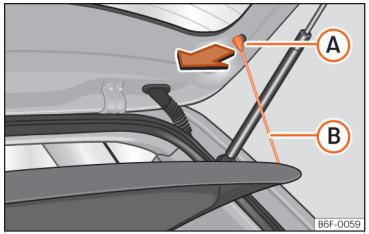

Abb. 178 Im Gepäckraum: Gepäckraumabdeckung aus- und einbauen.
- Hängen Sie die Haltebänder ››› **(Abb. 178)** Ⓑ aus den Aufnahmen Ⓐ aus.
- Hängen Sie die Haltebänder ››› **(Abb. 178)** Ⓑ an der Heckklappe ein.